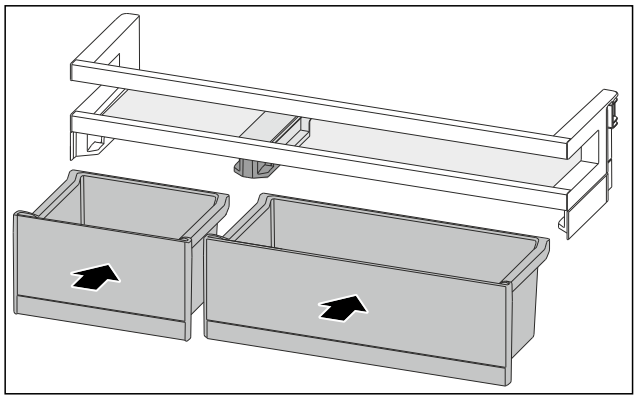

Fig. 108
▶ Insert the VarioBoxes opposite order. (see Fig. 108)